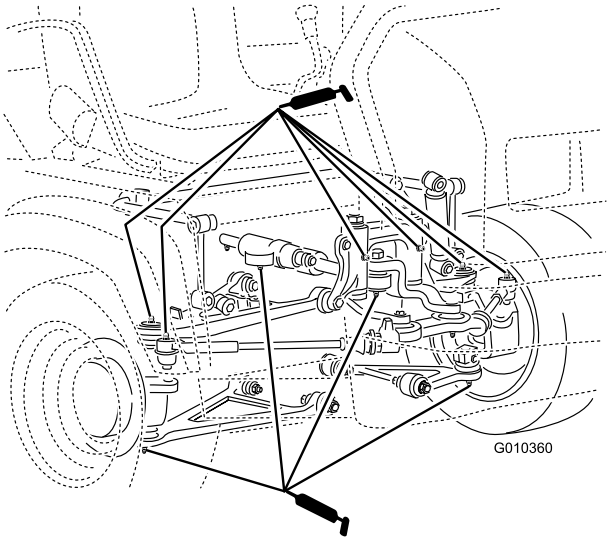

Figur 36
- **Kuleledd (4)**. Se Figur 36
- **Panserhengsler (2)**. Se Figur 36
- **Styresylinder (2)**. Se Figur 36
- **Parallellstag (2)**. Se Figur 36